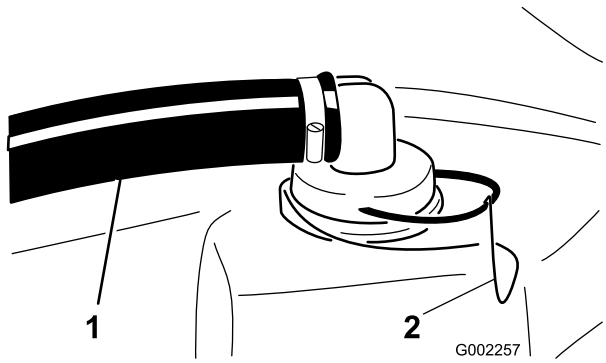

Figur 63
2. Fjern holderen fra den røde fitting, som er fastgjort til den store slange oven på tanken (Figur 63).
3. Fjern slangen fra tanken (Figur 63).